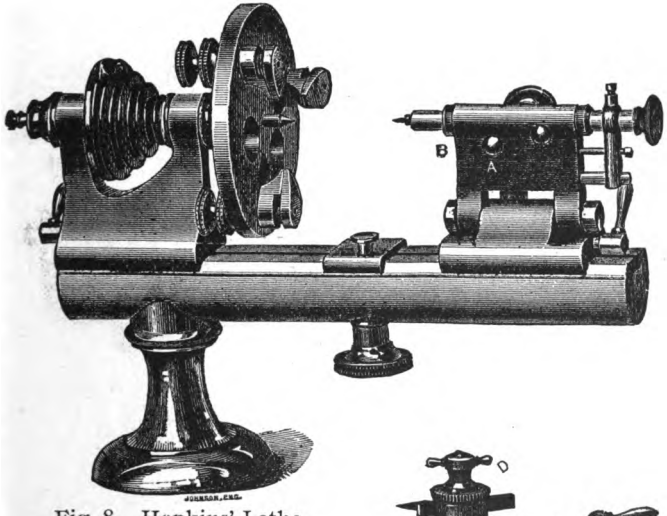

Fig. 8. Hopkins' Lathe.
The American Lathes are admirable tools, but their great cost limit their use. Fig. 8 shows the "Hopkins" combination Mandril and Lathe, with swinging tailstock (A). This tailstock is much used for drilling, jewel-setting, cutting sinks in watch plates